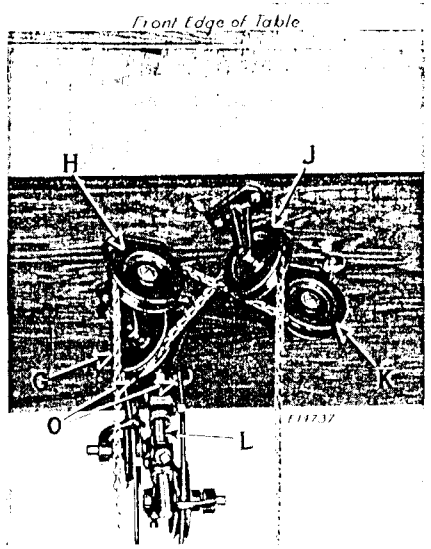

Fig. 2. Underside of Power Table, showing Belt and Chain Guides for Low Shaft Drive
There are four treadle chain pulleys (G, H, J and K, Fig. 2), each consisting of a bracket and a single pulley. Fasten one of these pulleys (K, Fig. 2) to the underside of the table directly below the clamp lifting lever (B, Fig. 16) and in line with the
chain adjusting slide on the left hand treadle. Fasten the second pulley (H) to the underside of the table directly over the chain adjusting slide and in line with the first pulley (K). Fasten the pulley (G, Fig. 2) to the underside of the table directly below the starting lever (C, Fig. 18) and in line with the chain adjusting slide on the right hand treadle. Fasten the fourth pulley (J, Fig. 2) to the underside of the table directly over the chain adjusting slide on the right hand treadle and in line with the pulley (G).
Two belt holes (O, Fig. 2) should be bored in the table directly below the machine driving pulley according to the location shown by the blueprint furnished with the machine and the belt idler (L, Fig. 2) mounted on the underside of the table directly below these two holes (O). The belt should be applied around the pulley on the shaft, around the idlers, up through the holes (O) in the table and around the pulley on the machine.